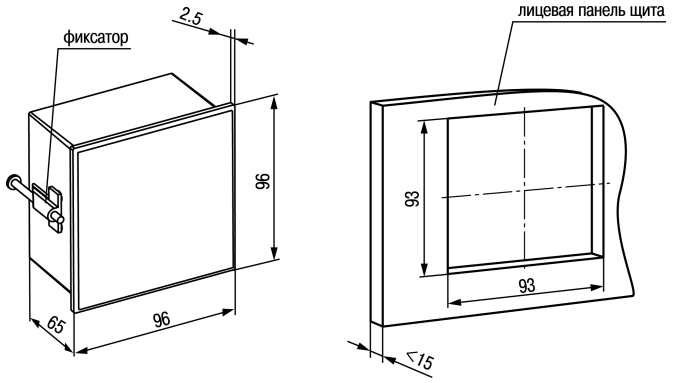

Рисунок 4.6 – Габаритные размеры корпуса Щ1
1. Подготовить на щите управления монтажный вырез для установки прибора (см. рисунок 4.6).